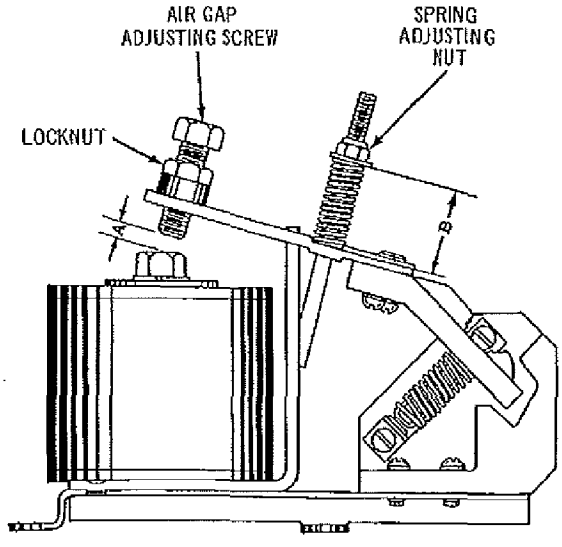

Figure 5-8. Type CV-3 Relay
2. Adjust the relay air gap (A, Figure 5-8) and spring length (B) to obtain pickup and drop-out voltages at V1 to within 1 or 2 volts of the voltages shown in Table 5-1.
3. Reconnect potentiometer tap (T), connect a second voltmeter (V2) and a source of 60 cycle voltage to S1 and S2. This power source must be capable of delivering a voltage equal to the motor secondary voltage, and the meter (V2) must have a range that extends through this value.
Relay 1R should be adjusted to close just before the motor reverses during a plugging operation. The relays may be made to close earlier by reducing the air gap (A, Figure 5-8) or to close later by increasing the air gap.
The DR relay should be adjusted to close just before the motor reverses during a plugging operation. For hoist control, relays AR1 and AR2, and for reversing-plugging control, relays 1AR, 2AR, and 3AR may be made to close earlier by reducing the air gap (A, Figure 5-8) or to close later by increasing the air gap.
Adjust the magnetic air gap (A, Figure 5-8) by turning the adjusting screw so the relay pulls in and closes the contacts at the lowest MAGNETORQUE excitation. Always maintain a slight air gap so that the relay will drop out quickly when the MAGNETORQUE circuit is de-energized.